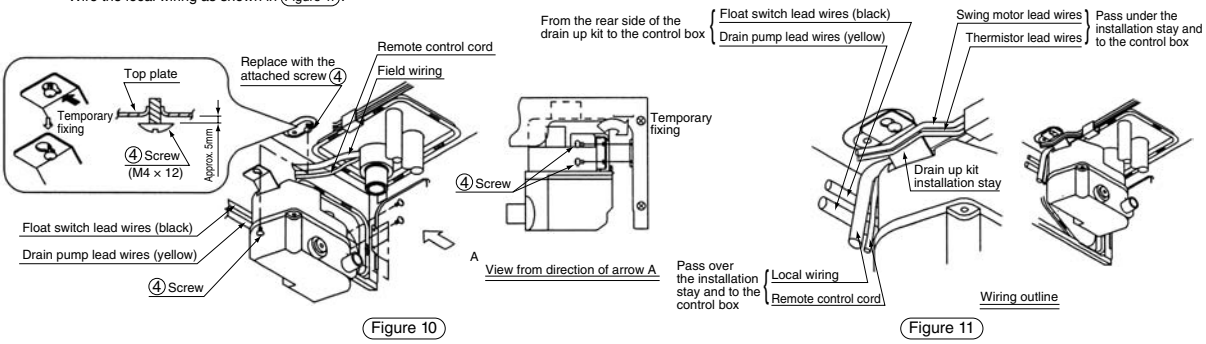

Figure 10 Figure 11
(1) Remove the screws from the top of the indoor unit, and insert the attached screws ④ temporarily. Next, temporarily put the screwed clamps on either end of the drain up kit, and tighten the screws. (Figure 10)